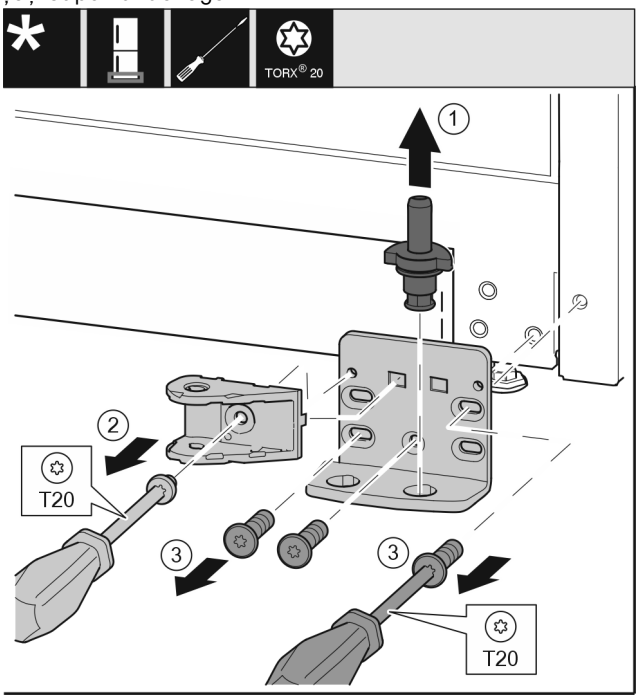

*Fig. 45 **
▶ Extrageți complet bolțul de lagăr *Fig. 45 (1)* în sus.*
▶ Deșurubați șurubul *Fig. 45 (2)* cu șurubelnița și detașați îmbinarea amortizorului de închidere.*
▶ Deșurubați șuruburile *Fig. 45 (3)* cu șurubelnița și detașați suportul de lagăr.*